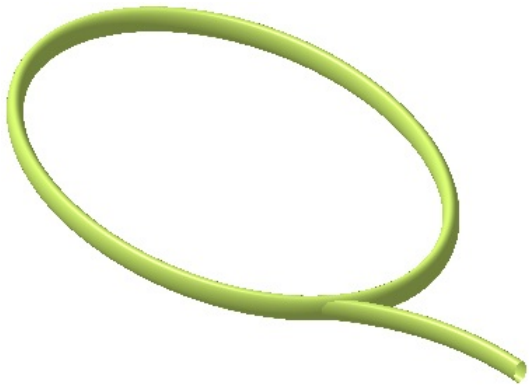

Figure 10-78 *The model after creating the second sweep feature*
4. Select the guide curve from the geometry area and choose the **OK** button from the **Swept Surface Definition** dialog box. The model after creating the second sweep surface looks similar to the one shown in Figure 10-78.